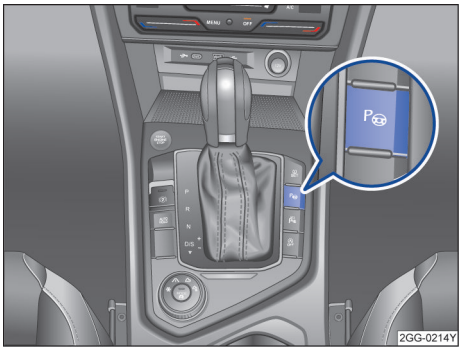
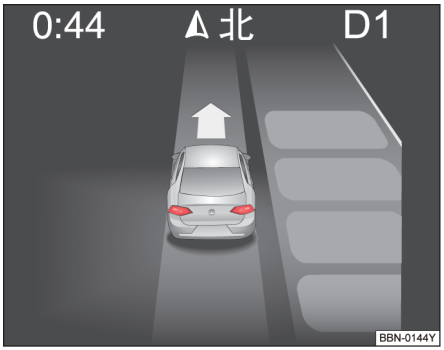

图 131 智能泊车辅助系统打开按钮
图 132 显示：垂直车位泊车
– 按下按钮→图 131 。如果该功能已打开，则按钮中的指示灯会亮起 。
– 再次按压按钮切换至垂直车位泊车→图 132
– 以低于 20 km/h 的车速，与停放的车辆保持 0.5 m 到 1.5 m 的横向距离，从停放的车辆旁驶过→图 132。
如果车速在约 20 km/h 至 45 km/h 之间时按下按钮→图 131，则只要当车速低于 20 km/h 时，屏幕会自动切换到寻找车位的显示画面→图 132。
当车速超过约 45 km/h 时，智能泊车辅助系统自动关闭。按钮中的指示灯熄灭 →图 131。